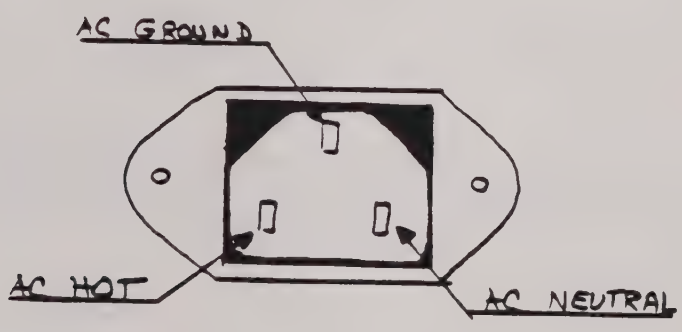

FIGURE 1
1. With the AC line card disconnected and the power switch OFF, verify no continuity between any two pins on the AC receptacle. See Fig. 1.